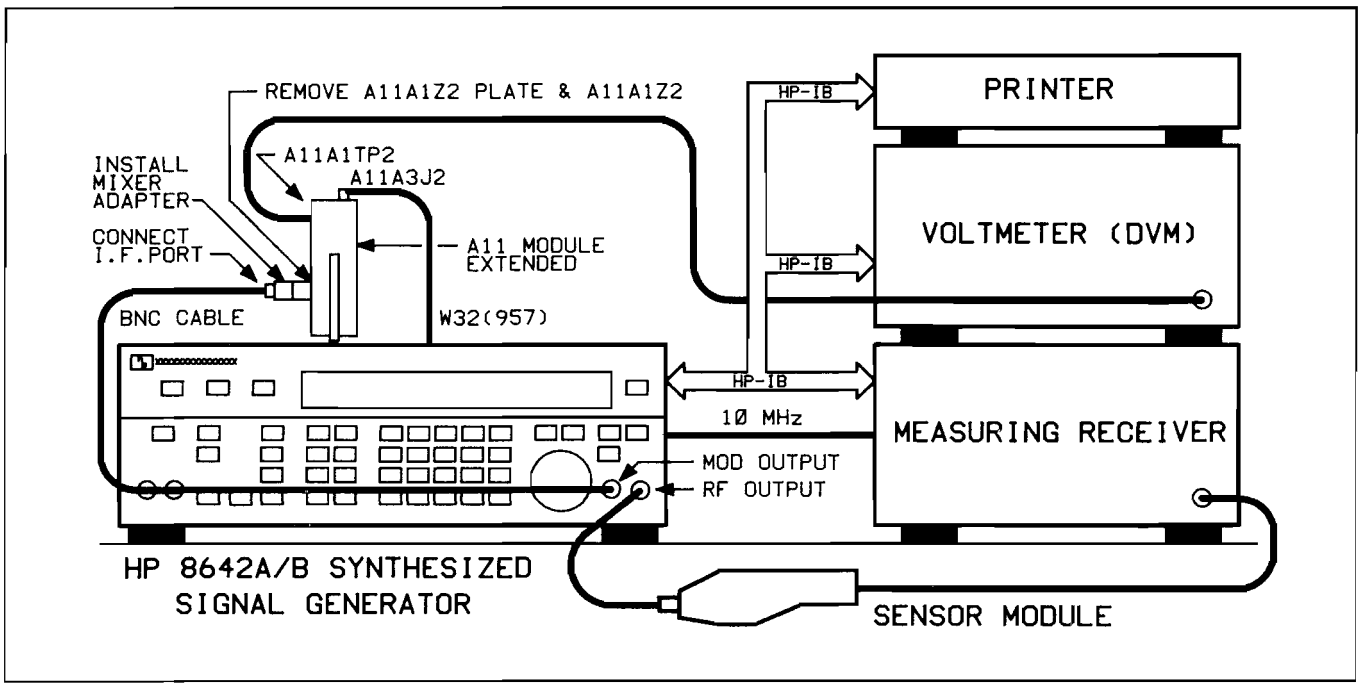

Figure 8N–13. *Set-up 3*
12. When **"WAITING FOR SET-UP 3 .V26"** appears: (Refer to Figure 8N-13.)
Remove the phase detector Z1 cover from left side of the A11 Module. (Refer to Figure 8N-7.)